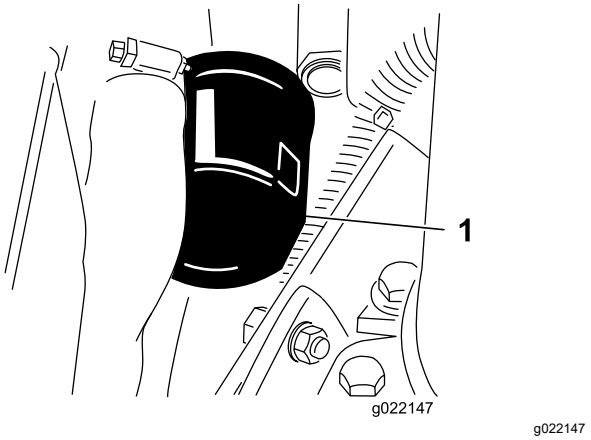

Figuur 57
2. Verwijder het oliefilter (Figuur 57).